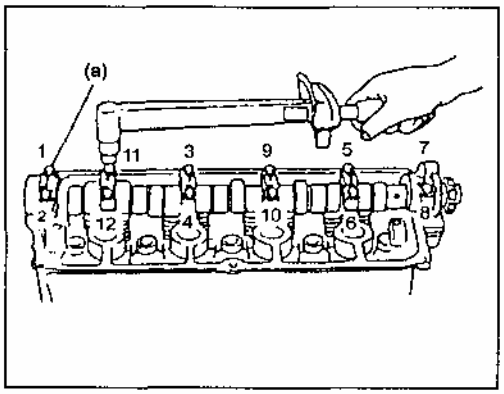

Рис. 75
5) Затяните болты крышек распредвала в порядке, как показано на рисунке необходимым моментом (Рис. 75).